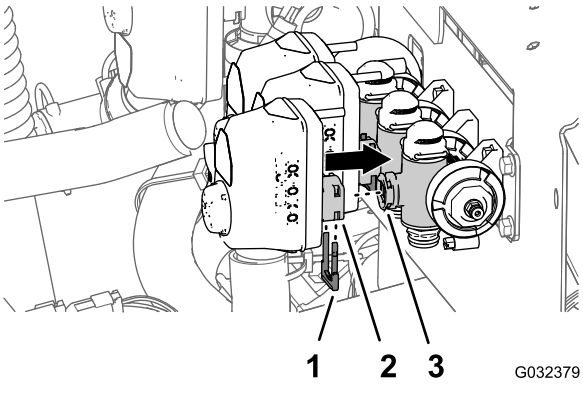

Figur 59
6. Rikta in kopplingen på sektionsventilens manövreringsorgan som du tog bort i steg 2 i Ta bort ventilens manövreringsorgan (sida 26) mot skaftporten på grenrörsventilen (Figur 59).
7. Fäst sektionsventilens manövreringsorgan mot grenrörsventilen med en hållare (Figur 59) som du tog bort i steg 1 i Ta bort ventilens manövreringsorgan (sida 26).